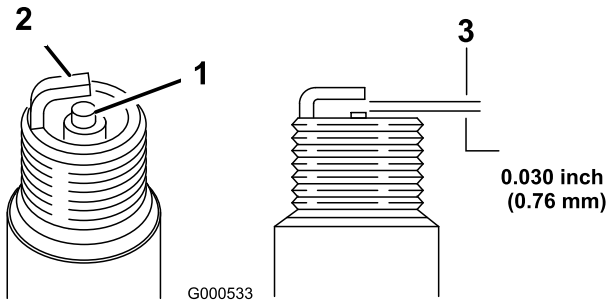

Bild 28
5. Stellen Sie den Elektrodenabstand auf 0,76 mm ein (Bild 28).